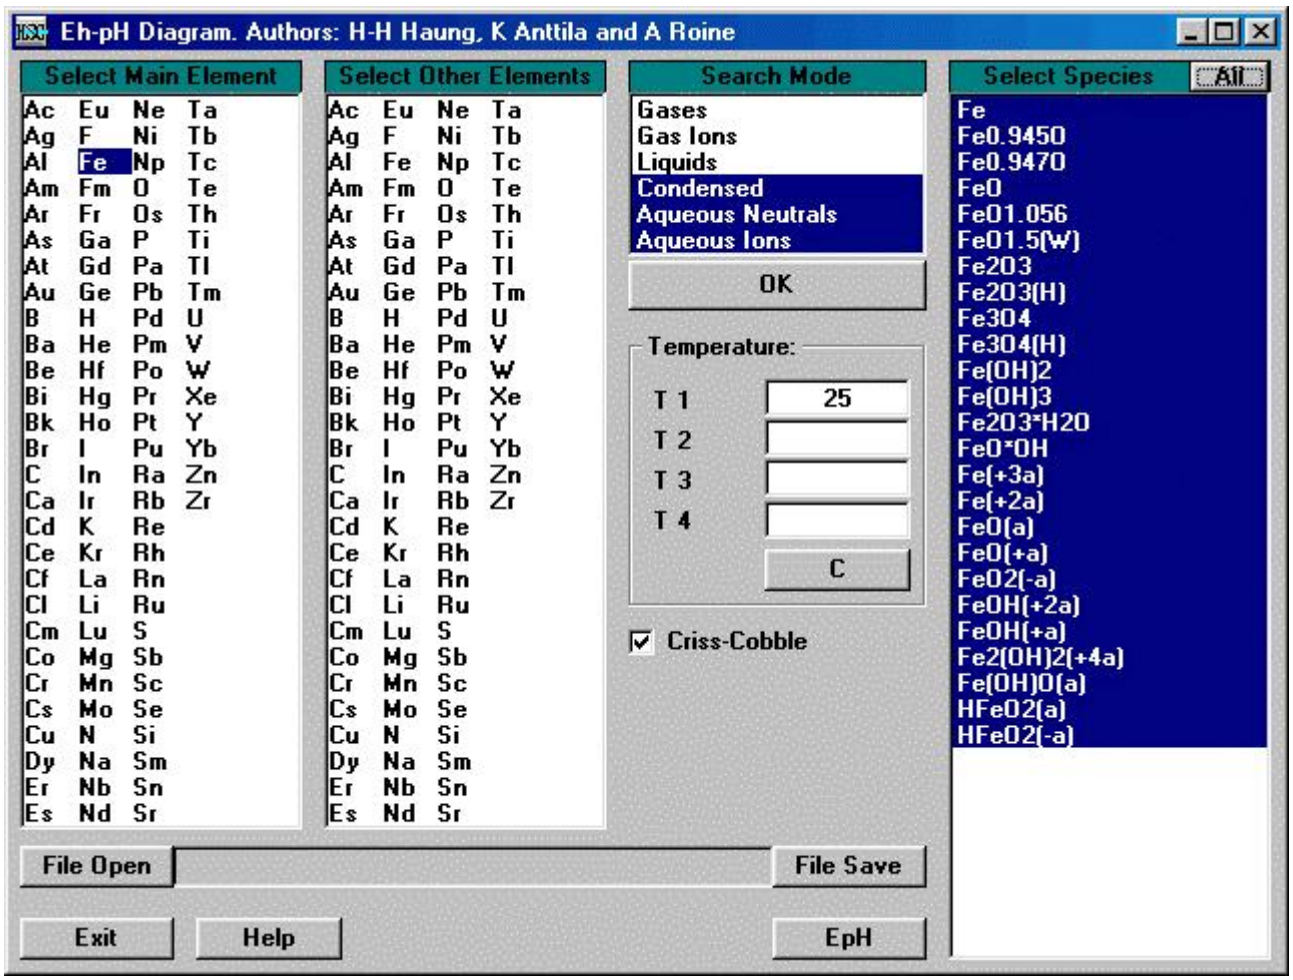
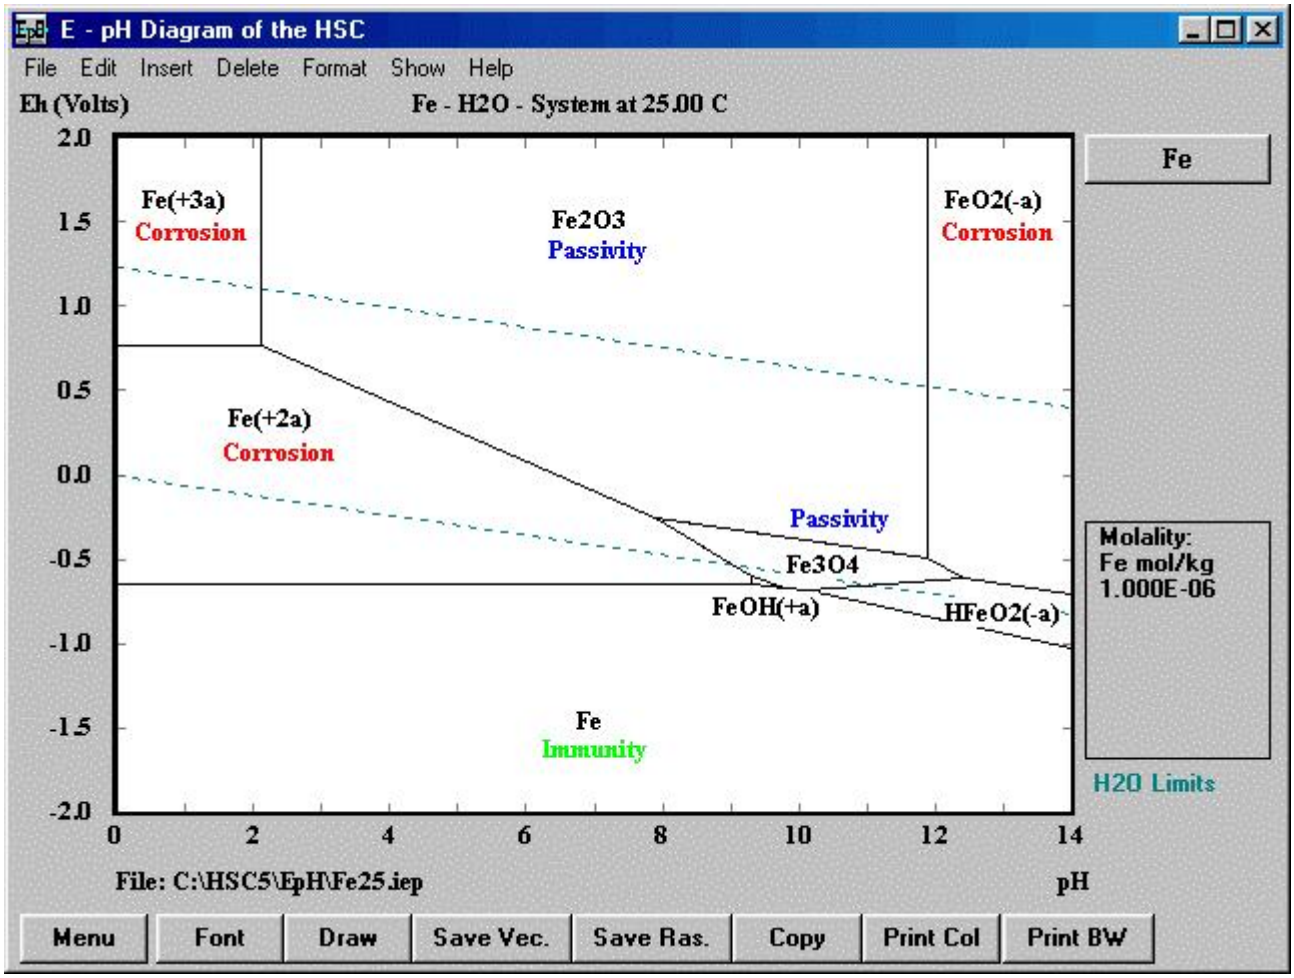

Fig. 1. Specification of Fe-H_2O-system for EpH-diagram at 25 C.
Fig. 2. Eh-pH Diagram of Fe-H_2O-system at 25 C. Molality of Fe is 10^{-6} M.
Eh-pH-diagrams may be used to estimate corrosion behavior of different metals in aqueous solutions. The most common corrosion phenomenon is rust formation on the iron surfaces. The corrosion rates and types depend on the chemical conditions in the aqueous solution. The Eh-pH-diagram of an Fe-H_2O-system may easily be created as described in Chapter 17. The chemical system specification is shown in Fig.1 and the calculated diagram in Fig. 2.
3. **Immunity area**: All metals are stable if the electrochemical potential is low enough. Most noble metals are stable even at zero potential, but at least –0.6 volts are needed at the cathode for iron to precipitate, see Fig. 2.
The stability areas of water are shown by dotted blue lines in Eh-pH-diagrams, see Fig. 2, the colors can not be seen in this B W copy. Usually it is difficult to exceed these limits due to the formation of oxygen at the upper limit and hydrogen at the lower limit. In some solutions these limits may be exceeded due the necessary overpotential of hydrogen and oxygen formation. On the basis of Fig. 2 it seems that hydrogen formation occurs on cathode before the metallic iron comes stable.